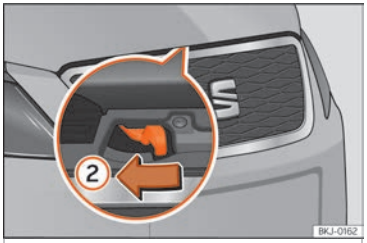

Fig. 184 Lever under the bonnet.
• To lift the bonnet, press towards the left on the lever located under the bonnet, in the centre ››› Fig. 184 ②. The arrester hooks are released.